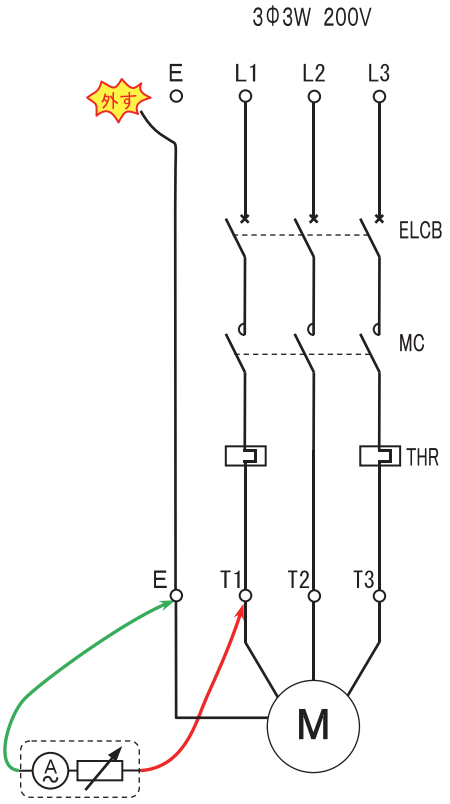

図7　展開接続図
①図7の三相誘導電動機の直入れ始動回路を準備する。（下図は操作回路を省略している）